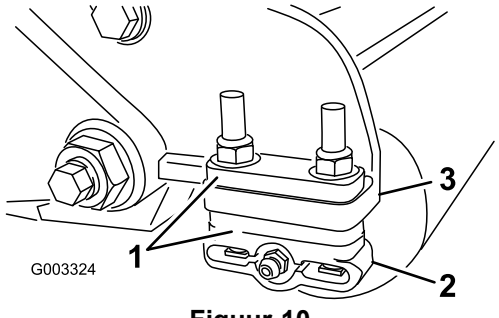

Figuur 10
1. Zet de beugels van de achterrol (Figuur 10) op de gewenste maaihoogte door de vereiste hoeveelheid afstandsstukken onder de montageflens op de zijplaat te plaatsen (Figuur 10) volgens de maaihoogtetabel.